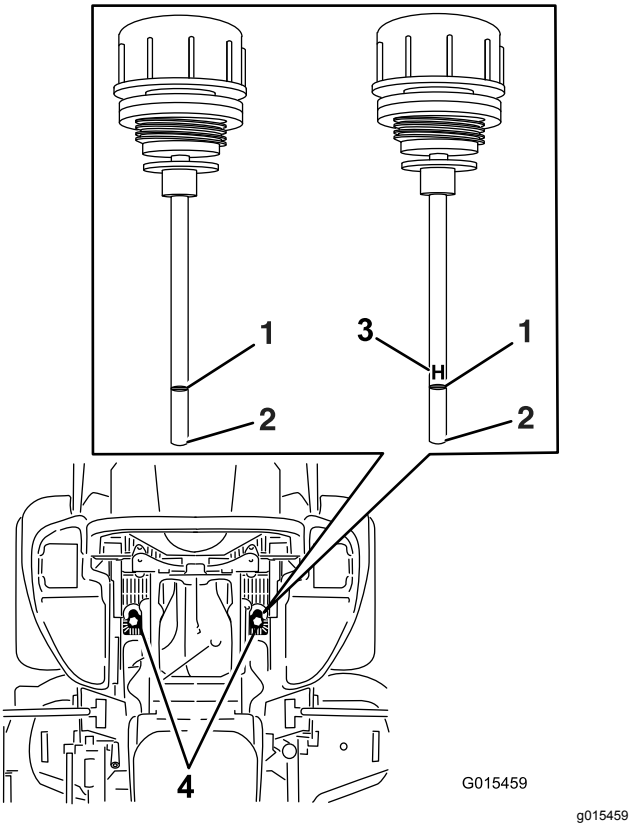

Figur 103
5. Rengør området omkring målepindene i hydrauliksystembeholderne (Figur 103).
6. Tag én målepind ud af hydraulikbeholderen (Figur 103).
8. Tag målepinden ud, og se på enden (Figur 103).